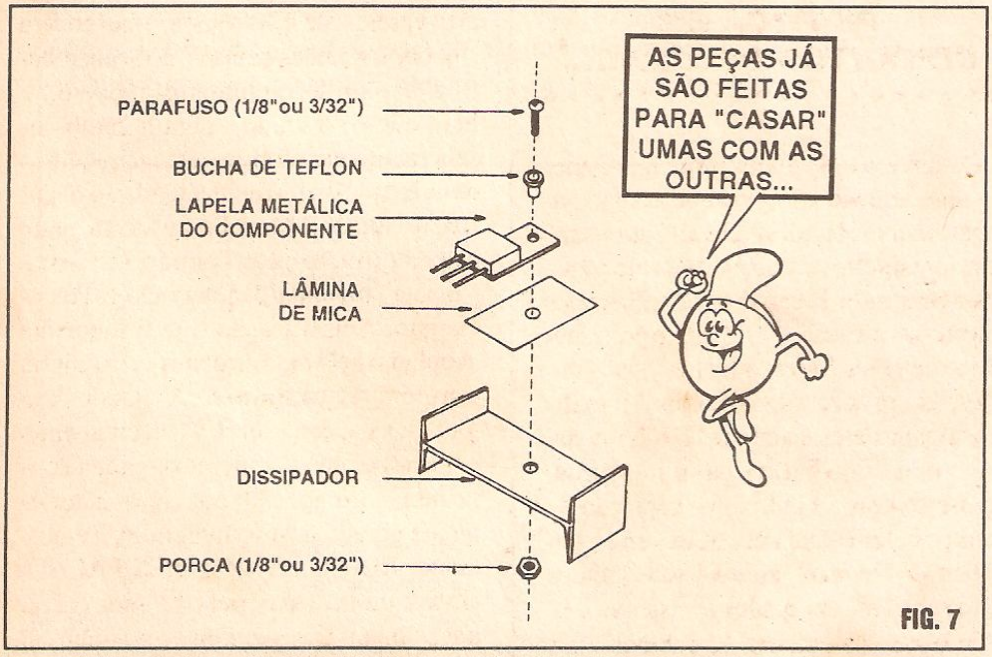

FIG. 7
- **FIG. 7** - QUANDO NÃO TIVER OUTRO JEITO, **ISOLAR** O DISSIPADOR... - Conforme já mencionamos, se for inevitável que o dissipador externo de calor do Integrado toque outras partes metálicas do circuito (às vêzes, mecanicamente, essa condição simplesmente não pode ser evitada...), devemos providenciar um isolamento elétrico (porém não térmico...) entre a ''lapela'' do Integrado e o dito dissipador... Para tanto, existem no varejo de Eletrônica lâminas especiais de mica (um mineral que ''fatiado'' em finíssimas placas, parece uma espécie de vidro que se ''esfarela'' sob esforço mecânico transversal...), previamente ''recortadas'' em formas e dimensões apropriadas ao ''casamento'' com as abas metálicas dos componentes e já dotadas de furos estrategicamente posicionado de modo a permitir a passagem de buchas e parafusos... Em conjuntos com tais lâminas, deve ser usada uma pequena bucha de teflon (plástico, isolante, porém bastante resistente ao calor...) que impede o contato elétrico ''via parafuso'' entre a aba e o dissipador. A montagem mecânica do conjunto deve sempre ser feita conforme indica a vista explodida da fig. 7. Para que ocorra um perfeito contato térmico entre a aba metálica e o dissipador (agora eletricamente isolados um do outro, pela presença da lâmina de mica e da bucha de **teflon**...), deve-se ''lambuzar'' as superfícies da aba, da lâmina e do dissipador (nos pontos de mútuo contato...) com a chamada ''pasta térmica'', uma ''geléia'' de silicone, geralmente branca, isolante, mas que **preenche** os pequenos espaços ou frestas que restarem após a fixação (devido a minúsculas imperfeições mecânicas do conjunto...). Esse ''preenchimento'' restabelece ''caminhos'' sólidos para o calor emanado poder transitar livremente, ''saindo'' do Integrado para o ar, via dissipador...